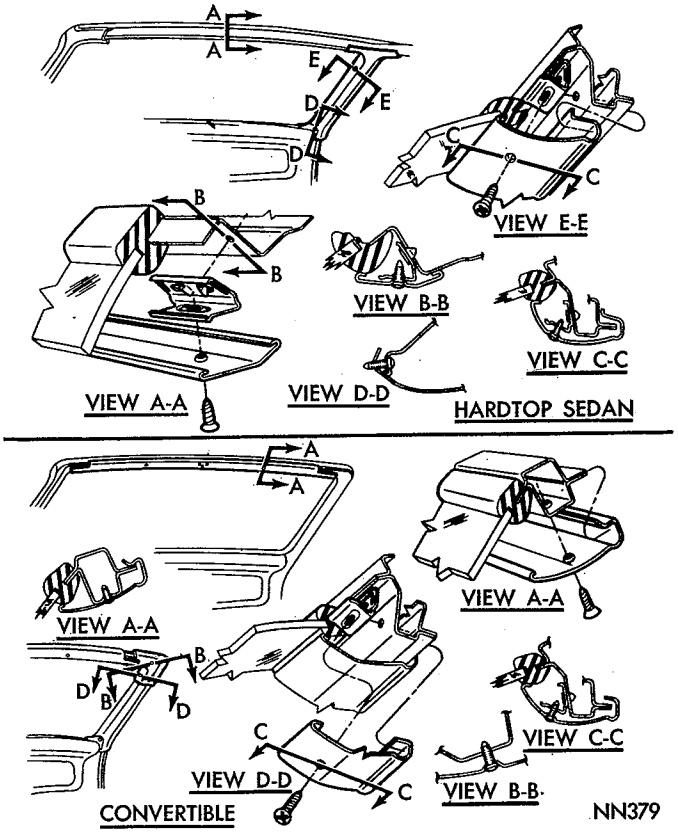

*Fig. 1—Windshield Garnish Mouldings (Belvedere—Satellite)*
(1) Cover cowl, hood and fender area with a protective covering.
(2) Remove windshield garnish and outer mouldings (Figs. 1 and 2).